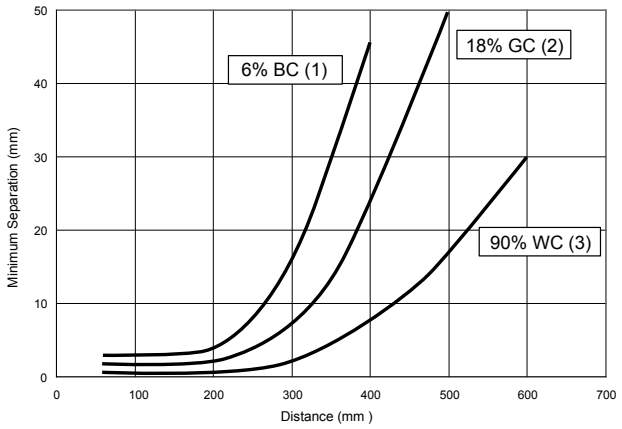

Figure 7.
1. Mount the sensor with the darkest object at the longest application distance (the distance to object must be less than shown in *Figure 7.* on page 6 for your object color).
To ensure reliable background suppression, a minimum separation distance between the object and the background is necessary. See "Minimum Separation Distance Between Object and Background: Background Suppression Mode" (*Figure 7.* on page 6) to determine the minimum separation distance.
Example: An object with a reflectivity similar to black paper is set 300 mm away from the sensor. A background with reflectivity similar to white paper is set 350 mm away from the sensor. According to *Figure 7.* on page 6, the minimum separation distance between the object and the background is 20 mm. In this application, reliable detection will be achieved when set up according to the procedure outlined in Sensor Setup - Background Suppression Mode.